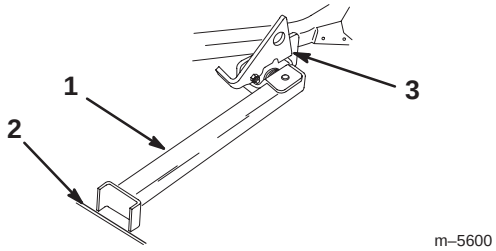

Figure 30
4. Set foot of stand on the ground and rest latch on pivot tab (Fig. 30).
Note: For best results, place foot of stand into seams in sidewalks or into turf (Fig. 30).
6. Drive onto stand. Stop when latch drops over tab into locked position (Fig. 30). Once onto stand, engage parking brake. Shut off engine.